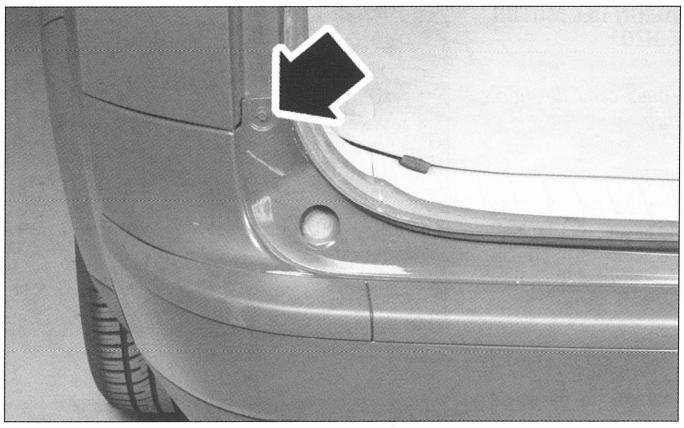

FIG. 90
- los dos tornillos **(fig. 90)** (lado izquierdo ilustrado).